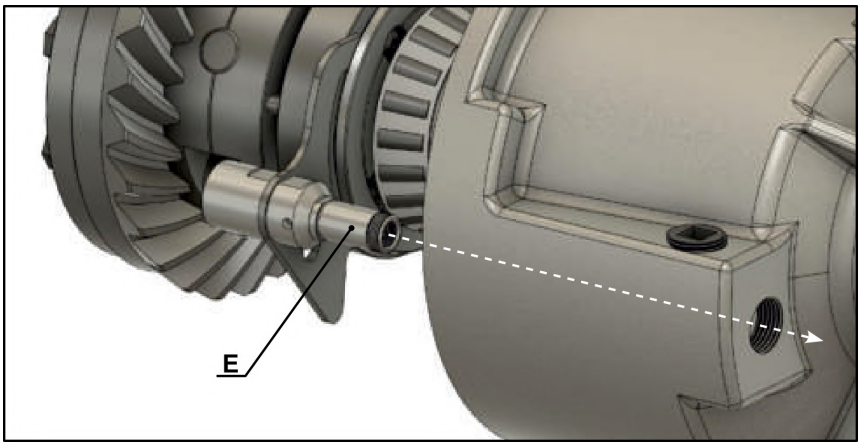

Рис. 31
3.35 Установите блокировку и пневмоцилиндр в картер моста. При этом вилка должна войти в соответствующую канавку запорной муфты, а шток «**E**» пневмоцилиндра должен выйти в заливное отверстие. (**Рис. 31**)